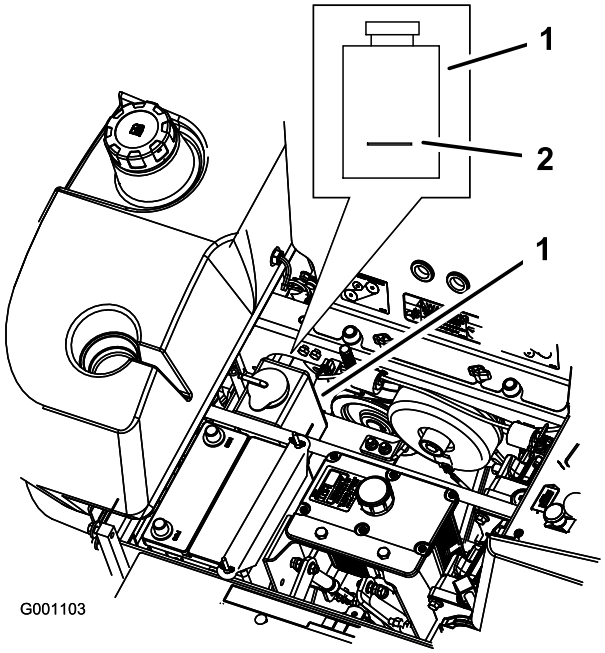

Figur 57
3. Når motoren er avkjølt må du kontrollere nivået i overflytsflasken. Væsken bør nå opp til kulen på utsiden av overflytsflasken (Figur 57).
4. Hvis kjølemiddelnivået er lavt, fyll på en blanding med halvt om halvt med frostvæske for forlenget levetid / Dex-Cool® og vann til overflytsflasken (Figur 57).
5. Fyll på kjølemiddelblandingen til overflytsflasken og fyll det opp til indikatorlinjen på flasken (Figur 57).